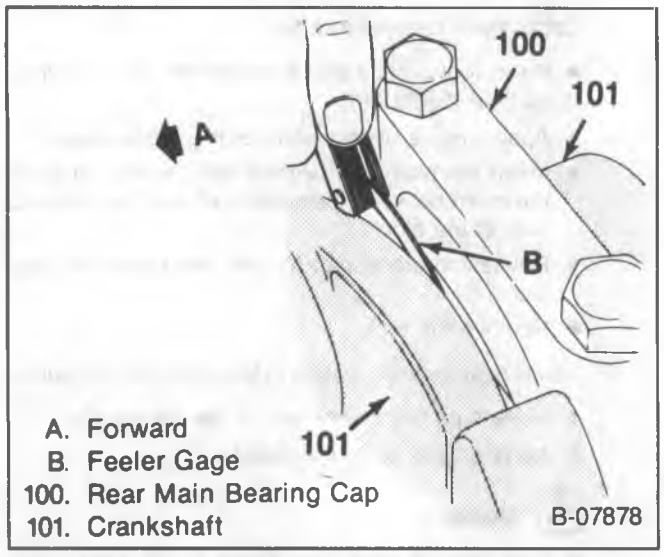

Figure 27 – Measuring Crankshaft End Play
- With the crankshaft forced forward, measure at the front end of the rear main bearing with a feeler gage (figure 27). The proper clearance is 0.006-0.010-inch (0.152-0.254 mm).